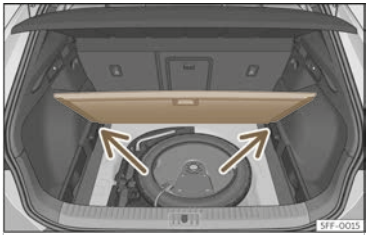

Fig. 196 Variable luggage compartment floor: tilted position.
- Rest the floor on its housings ››› **Fig. 196** (arrows).